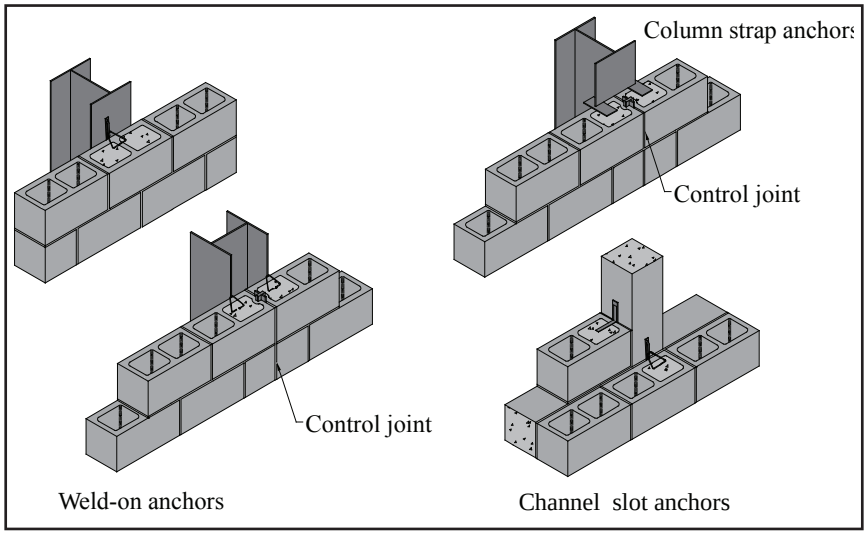

Figure 3—Typical Column Anchors
Building Code Requirements for Masonry Structures (ref. 3) does not contain prescriptive requirements for wall anchors, but does imply that they be designed with a structural system to resist wind and earthquake loads and to accommodate the effects of deformation. Typical anchors are shown in Figure 3. The shapes and sizes of these typical anchors have evolved over many years and satisfy the "constructability" criterion. All of the anchors shown have been tested with the resulting capacities shown in Table 1.